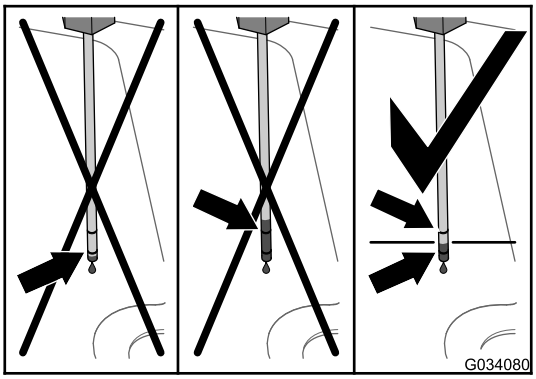
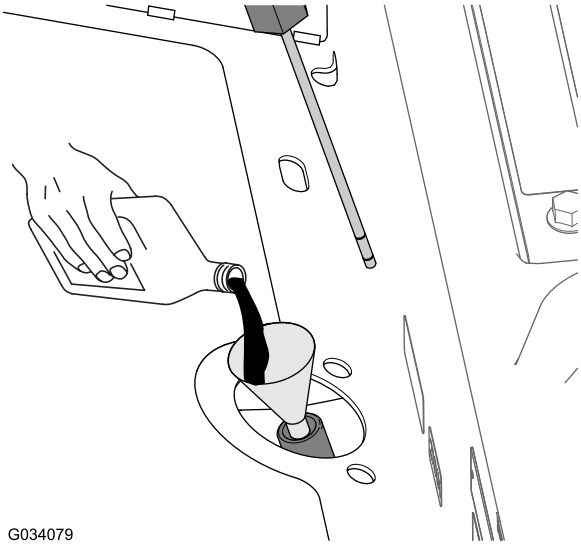

Figuur 84
Figuur 85
4. Verwijder de peilstok en controleer het peil (Figuur 84).
5. Als het vloeistofpeil lager is dan het laagste merkteken op de peilstok, voeg dan de voorgeschreven vloeistof toe via de vulbuis (Figuur 85) totdat het vloeistofpeil tussen de bovenste en onderste merktekens op de peilstok staat (Figuur 84), zie Hydraulische vloeistof (bladz. 60).
6. Voeg de voorgeschreven hydraulische vloeistof toe via de vulbuis (Figuur 85 in Controleren van het hydraulische systeem en vloeistofpeil (bladz. 61)) tot het vloeistofpeil in de transmissiebehuizing (reservoir) midden tussen het hoogste en laagste merkteken op de peilstok staat (Figuur 84 in Controleren van het hydraulische systeem en vloeistofpeil (bladz. 61)), zie Hydraulische vloeistof (bladz. 60).